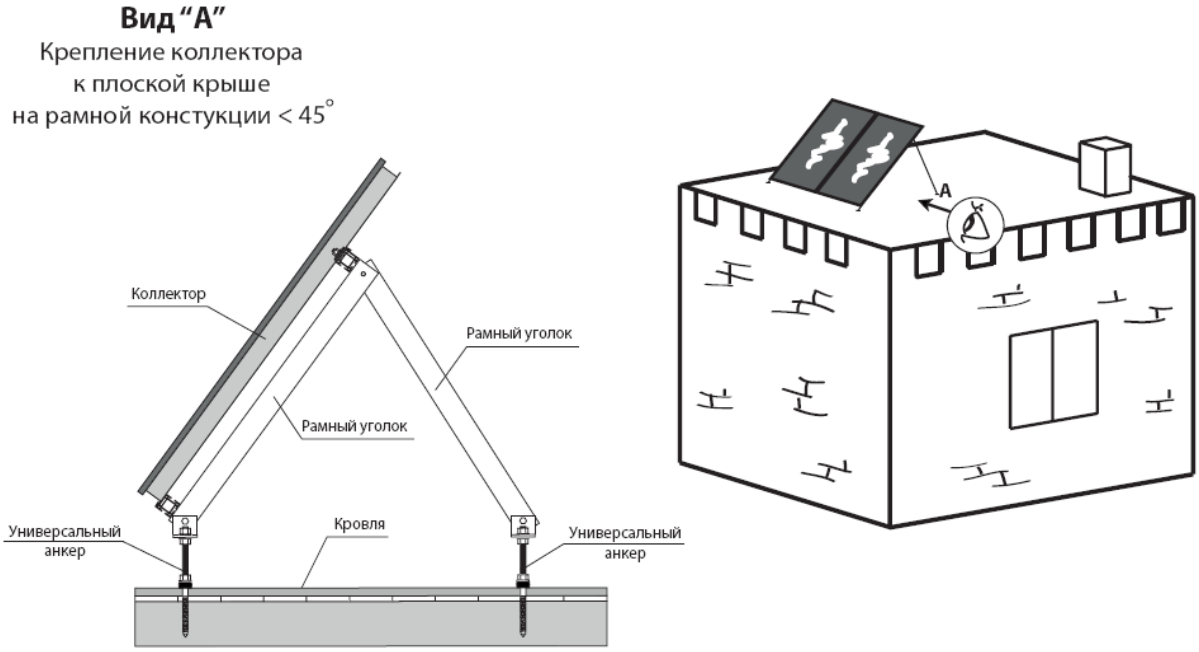

Рисунок 8
4.3. **Крепление на рамной конструкции.** Крепление предназначено для монтажа коллекторов на плоской крыше. Данное крепление обеспечивает оптимальный уклон для солнечных коллекторов на рамной конструкции и надёжно крепится к перекрытию при помощи "универсальных анкеров" (рисунок 8).